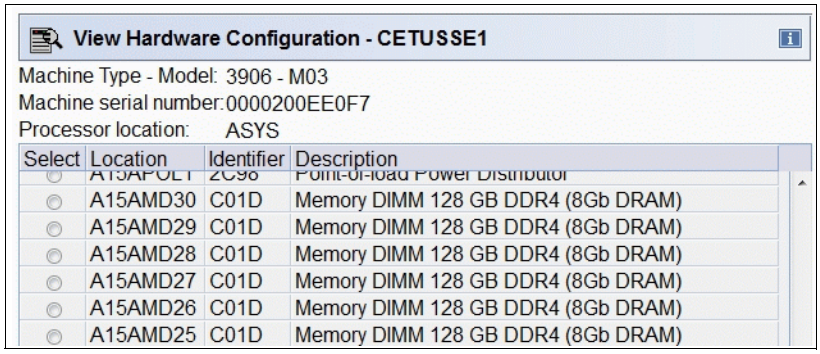

Figure 2-21 View Hardware Configuration task on the Support Element
- The support element *View Hardware Configuration* task can be used to determine the size and quantity of the memory plugged in each drawer. Figure 2-21 show an example of the location and description of memory modules installed.